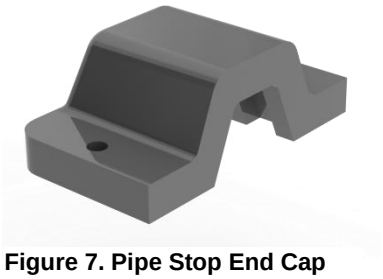

Figure 7. Pipe Stop End Cap
Pipe Stop End Cap (Figure 7)
- The Pipe Stop PS50 end cap (as shown in Fig. 7) may not show signs of permanent deformation or fractures.